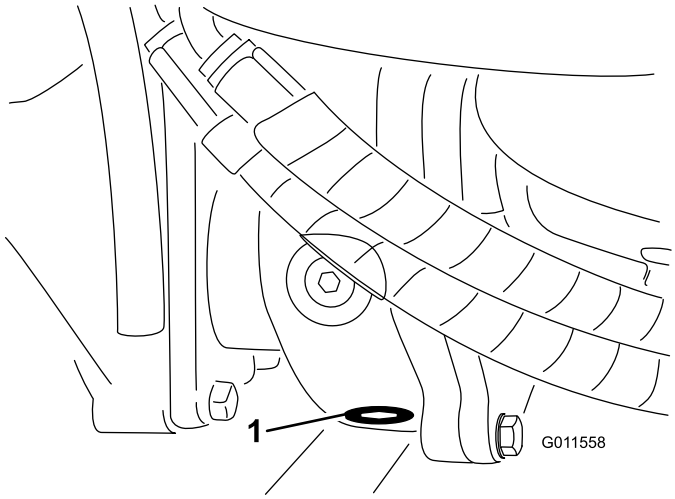

Bild 63
5. Reinigen Sie den Bereich um die Ablassschraube an der Unterseite des Getriebes (Bild 63)